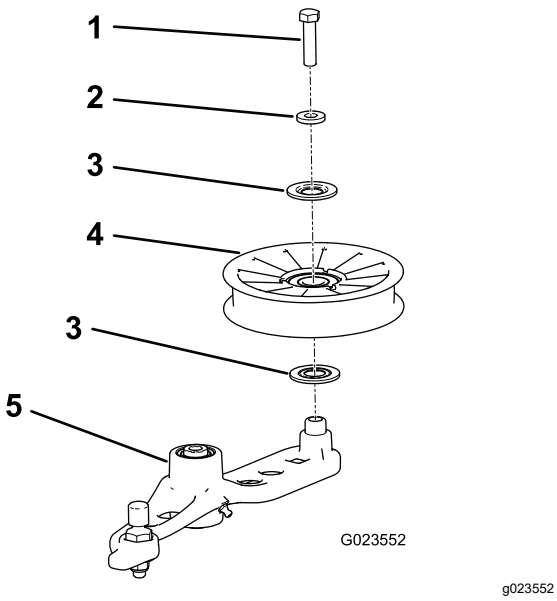

Figuur 57
6. Verwijder de bout waarmee de oude spanpoelie bevestigd is aan de spanarm en monteer een nieuwe poelie (Figuur 57).